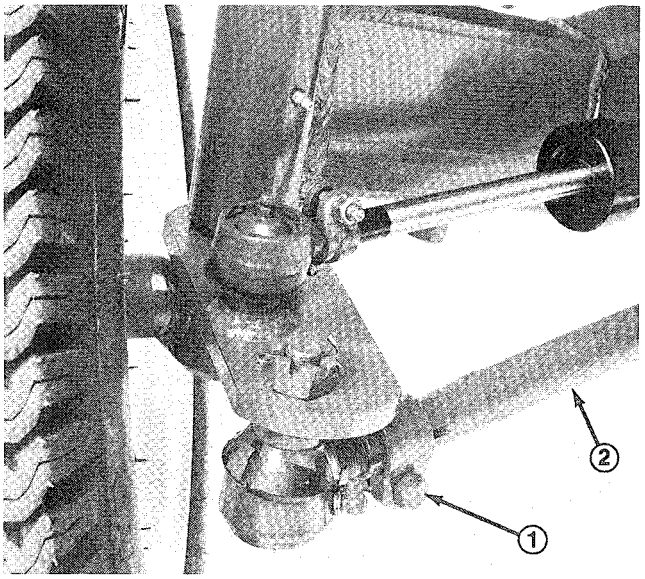

Figure 45
2. Loosen clamps at both ends of tie rods (Fig. 45).